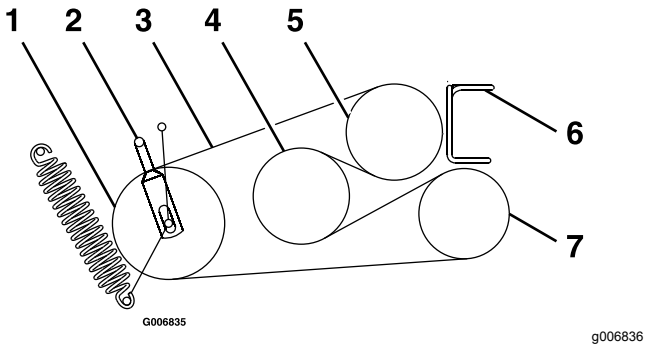

Figura 57
6. Desaperte as guias da correia **A** e **B** (Figura 57).
8. Encaminhe as novas correias para as polias, como se mostra na Figura 57.